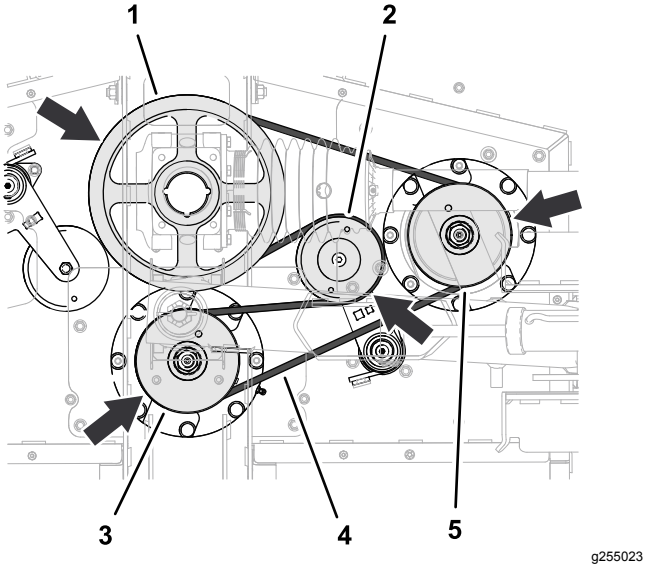

Figur 62
1. Trekk remmen rundt drivremskiven, øvre spor i midtspindelskiven og den høyre spindelskiven (Figur 62).
2. Bruk et brekkjern eller lignende verktøy for dreie remstrammeren mot klokken og trekke remmen på remstrammeskiven (Figur 62).